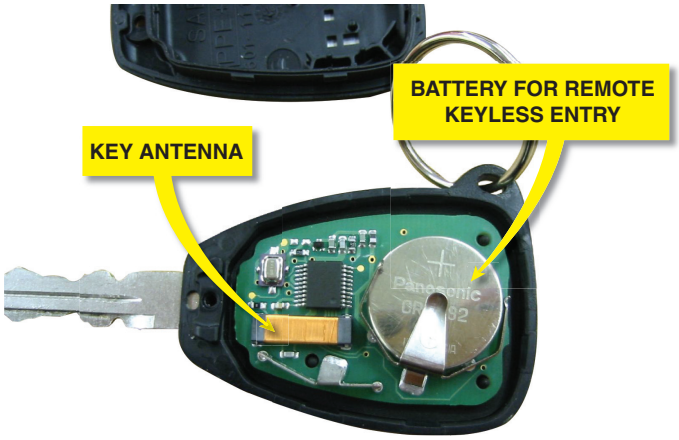

FIGURE 26–30 A typical key with the cover removed showing the battery used to power the door lock and the antenna used for the immobilizer system.
FIGURE 26–29 The security system symbol used on a Ford. The symbol varies by make, model, and year, so check service information to determine what symbol is used on the vehicle being diagnosed.
Content theft protection is a security system that includes sensors that detect glass breakage or entry into the vehicle and sounds an alarm when these occur. The purpose of the content theft system is to prevent the theft of objects inside the vehicle and sound an alarm when someone enters the vehicle without using the proper remote or key. Most systems use a motion detector for content theft protection system as well as switches in the doorjambs, trunk, and hood provide an input signal to the control module. Some antitheft systems are more complex and also have electronic sensors that trigger the alarm if glass is broken or a change in battery current draw. These sensors also provide an input signal to the control module, which may be a separate antitheft unit or may be incorporated into the PCM or BCM. ● **SEE FIGURE 26–28**.
- When a valid key is used and is rotated to the start position, the engine cranks and starts and the immobilizer symbol on the dash will flash on and off for about two seconds, and then goes off. ● **SEE FIGURE 26–29**.
FIGURE 26–31 The remote keyless entry is used to unlock the doors, as well as create the signals to the powertrain control module (PCM) used to control the starter motor and/or the fuel system and the warning lamp on the instrument panel cluster (IPC).
1. A **key fob** is the object that is a decoration on a key ring and usually contains a transmitter used to unlock a vehicle. While the **remote keyless entry (RKE)** part of the key fob has a battery to power the transmitter, the RFID chip part of the key fob does not require a battery to function. The **transponder** is mounted in the key or the body of the key fob. A transponder has an antenna, which consists of a coil of wire as well as a circuit board containing the processing electronics and data memory. ● **SEE FIGURE 26–30**.
FIGURE 26–32 A typical immobilizer circuit showing the communication between the key and the transceiver. The transceiver then communicates with the immobilizer module over data lines.
- A microchip contains the unique internal identification (ID) number. To prevent an unauthorized scanning of the ID number, the code changes with each transfer and uses several million different coding possibilities. ● **SEE FIGURE 26–31**.
- A **transceiver** is inside the vehicle and receives the signal transmitted by the transponder in the key. A "transceiver" functions as both a reviewer and a transmitter. The transceiver is usually mounted on the steering column assembly. The antenna for the transceiver is a coil of wire mounted within the plastic ring that mounts around the lock cylinder. ● **SEE FIGURE 26–32**.